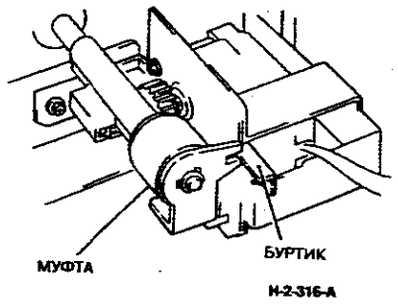

**Рисунок 3. Расположение муфты и прорези**
5. (Рисунок 3) Проследите за тем, чтобы буртик на кронштейне крепления двигателя правильно зашел в прорезь в муфте регистрации, а расположенный ниже муфты язычок попал в прорезь датчика.